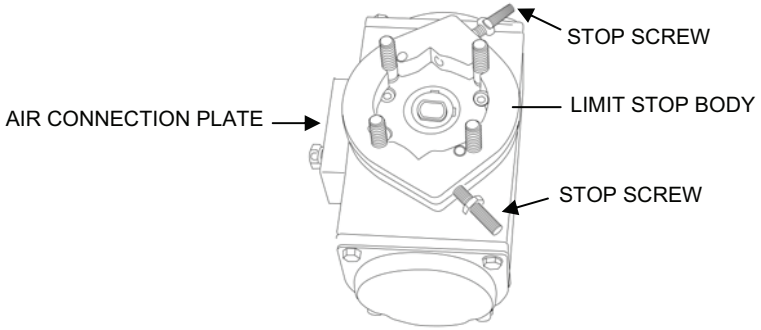

Figure 10. Limit Stop Body Installation.
e. Place the limit stop body over the four studs and on the actuator base with the stop screws pointing away from the actuator air connection plate (see Figure 10).